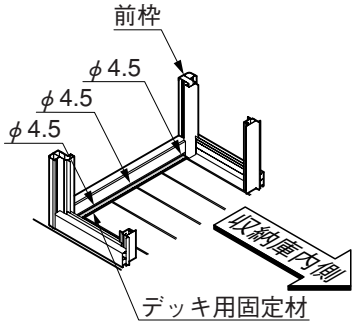

図4-1
- デッキ施工の場合、加工する穴はデッキの目地にかからないようにしてください。（図4-1参照）